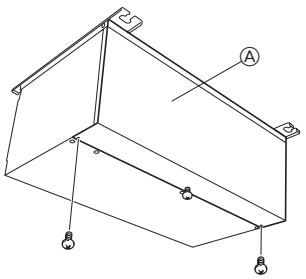

Fig. 9-1
1. Entfernen Sie die Schrauben der Abdeckung. (Fig. 9-1)